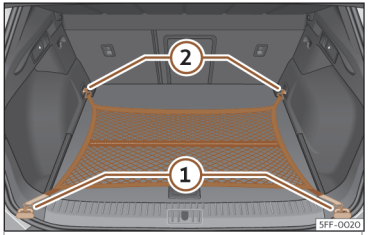

Abb. 118 Im Gepäckraum: flach eingehängtes Gepäckraumnetz.
- Hängen Sie die Haken in die Verzurrösen ① und ②››› **Abb. 118** ein ››› ⚠. Der Reißverschluss des Gepäckraumnetzes muss dabei nach oben zeigen. »